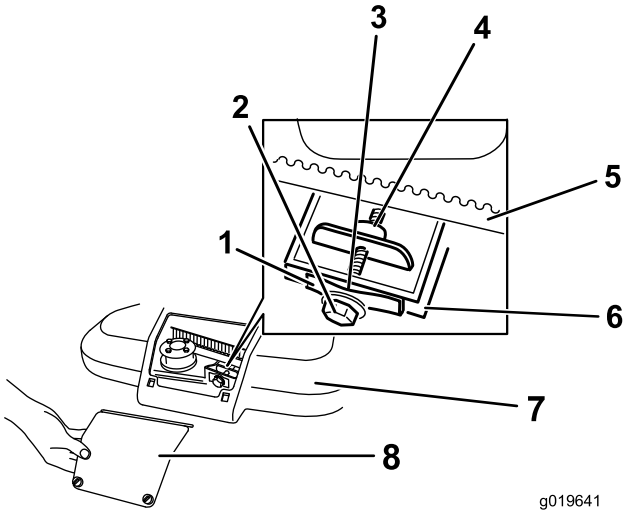

Figur 28
1. Løsn de to skruer på remskærmens adgangspanel, og fjern panelet (Figur 28).
Bemærk: Hvis der er et synligt mellemrum mellem søgelæren og fjederen, skal justeringsbolten og møtrikken spændes, indtil søgelæren lige akkurat kan skydes frit ind og ud af mellemrummet (Figur 28).